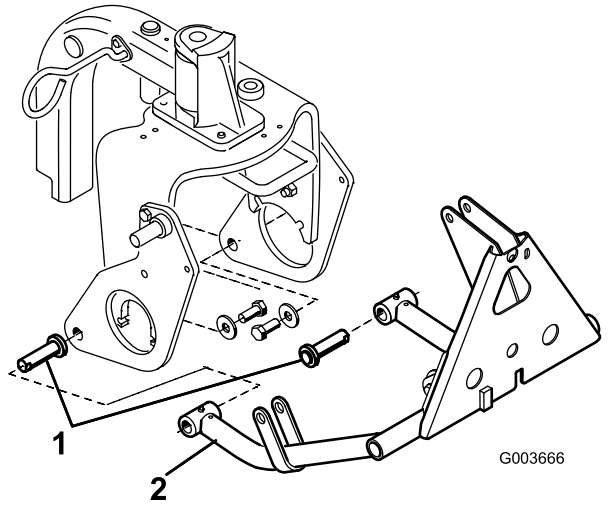

Figura 14
3. Insira um pino do cilindro em cada tubo do braço como indicado em Figura 14.
4. Insira os tubos dos braços nas placas do arado direito e esquerdo alinhando os guias dos pino do cilindro com os orifícios nas placas do arado (Figura 14).
5. Monte cada pino do cilindro em cada uma das placas do arado com um parafuso (5/8 x 1½ pol.) e uma anilha (1,68 pol. diâmetro externo x 0,65 pol. diâmetro interior) como se mostra na Figura 14.